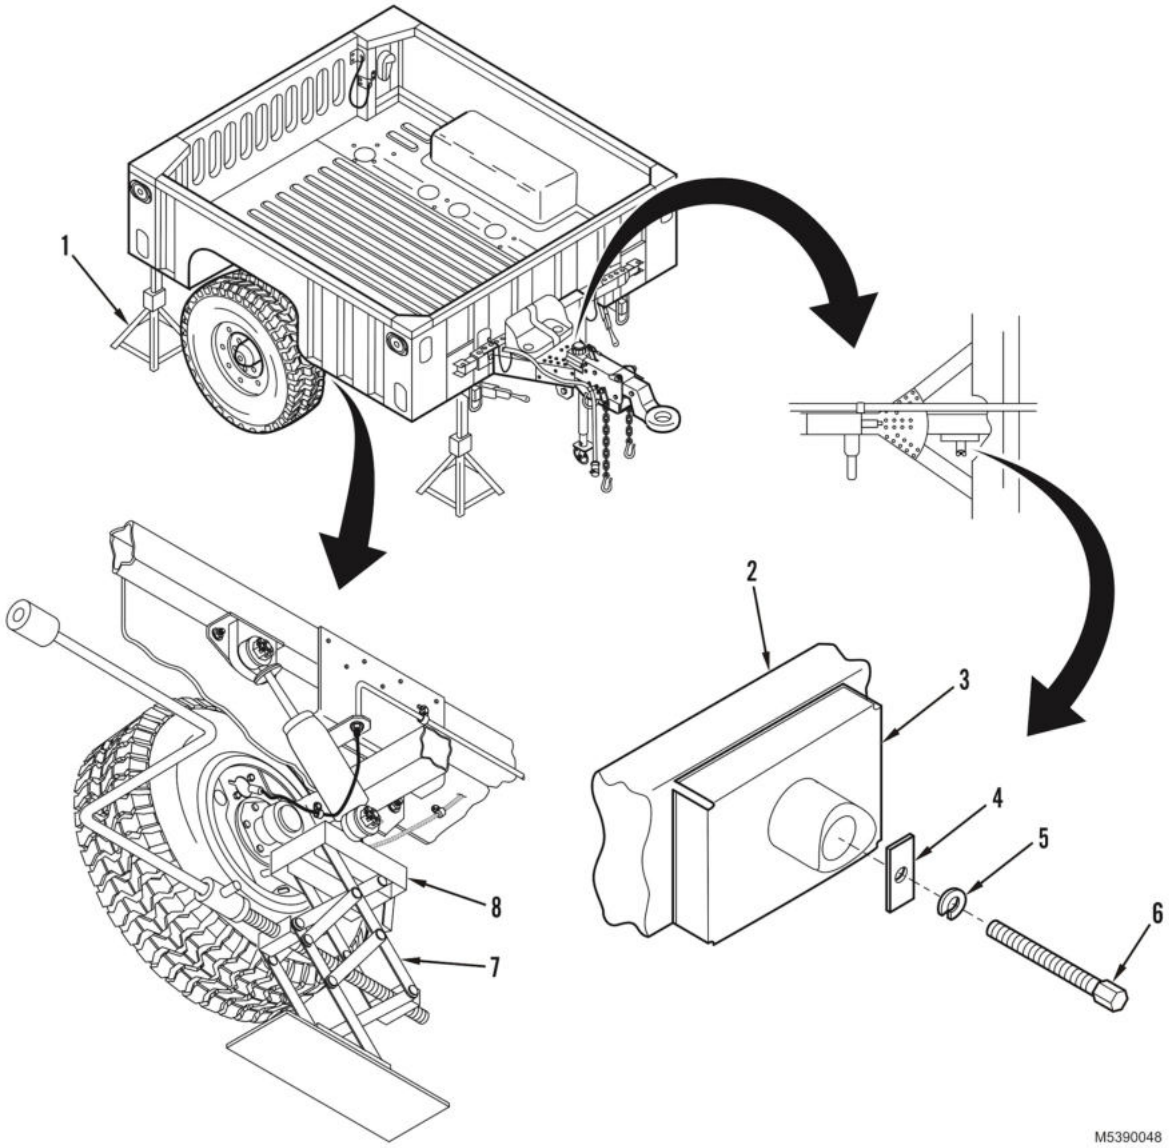

Figure 15. Jack Placement.
16. Using jack (Figure 15, Item 7) and jack spacer (Figure 15, Item 3), raise trailer and remove two jack stands (Figure 15, Item 1).
17. Using jack (Figure 15, Item 7) and jack spacer (Figure 15, Item 3), lower trailer. Apply handbrake on adjusted side.
19. Position jack spacer (Figure 15, Item 8) on trailer frame (Figure 15, Item 2), and secure with rectangular washer (Figure 15, Item 4), lockwasher (Figure 15, Item 5), and wingscrew (Figure 15, Item 6).